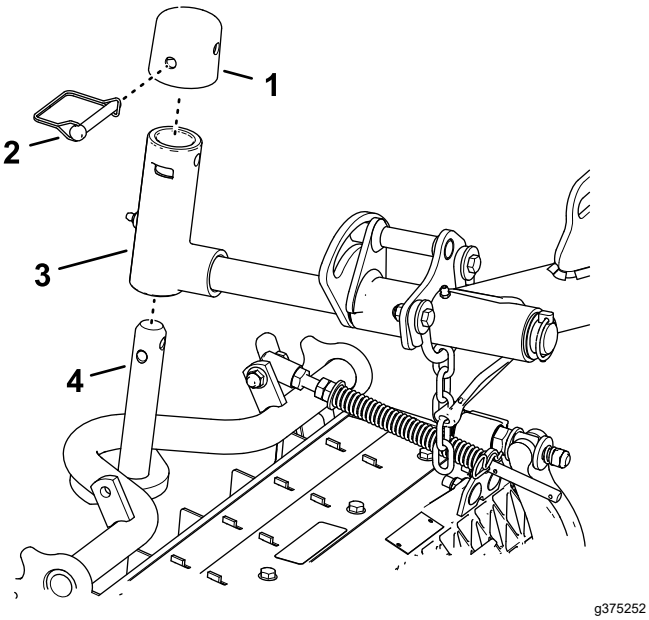

Figur 17
1. Skjut in en klippenhet under lyftarmen (Figur 17).
Låsa klippenhetens svängtapp för att klippa gräs på en sluttning – lås klippenhetens svängtappar för att förhindra att klippenheterna roterar nedåt när du klipper på ett krön. Använd hålet i svängoket (Figur 17) för att låsa klippenheten. Använd skåran för att styra klippenheten.